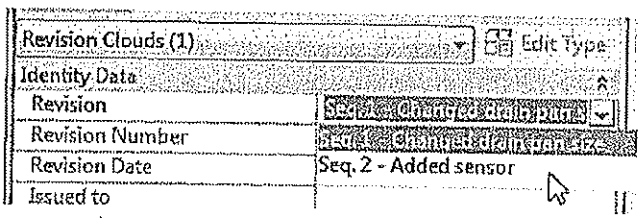

Figure 12–22
8. In Properties, set the Revision that matches this cloud as shown in Figure 12–22.